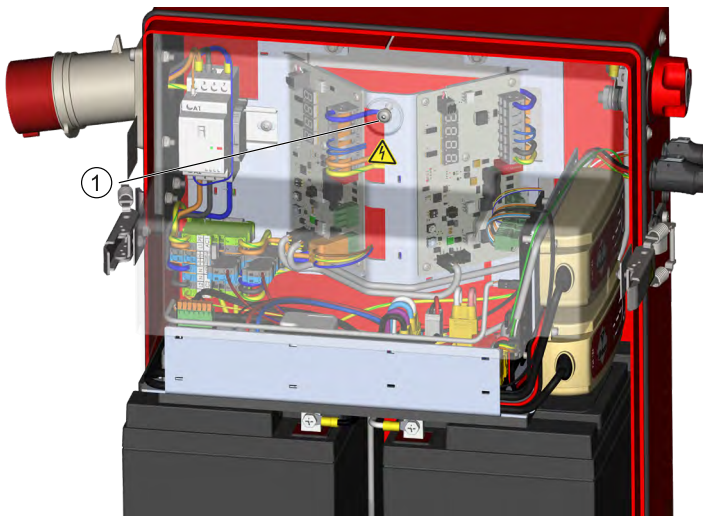

Bild 25: Berührungsschutz
2. Lösen Sie die Innensechskantschraube des Berührungsschutzes (siehe Bild 25 „Berührungsschutz“, Seite 78).